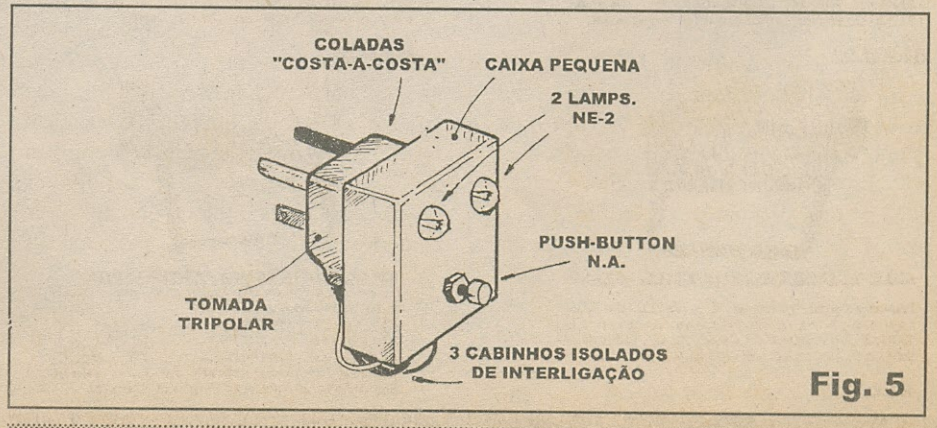

Fig. 5
- FIG. 5 - UMA DAS POSSÍVEIS SOLUÇÕES PARA EMBUTIMENTO/ACABAMENTO DO CIRCUITO... - Se o tamanho do *corpo* do plugue não comportar a plaquinha e os componentes anexos, a solução mostrada será a mais prática: colocar o impresso num pequeno *container* plástico, com as duas Neon e o *push-button* dispostos *nos conformes* da figura. Os três cabinhos isolados correspondentes às já explicadas conexões **R-T-R** podem, então passar pelo orifício normalmente existente no *rabo* do plugue para tal função, entrando na caixinha por um furo estrategicamente feito... Finalizando, o pequeno *container* deverá ser colado (com adesivo de *epoxy* ou de ciano-acrilato...) às costas do plugue, compondo um conjunto coeso, pequeno, fácil de manuser e interpretar visualmente... NOTA **IMPORTANTE**: se o conjunto puder ser *embutido* no interior do próprio plugue, é **obrigatório** promover-se uma perfeita isolação extra na superfície cobreada da plaquinha, recobrindo-a com fita isolante de boa qualidade, ou esmaltando-a completamente, lembrando ainda que **sob nenhuma hipótese** qualquer parte do impresso ou dos terminais dos compo-nentes poderá, *à revelia*, tocar nas partes internas dos pinos originais do plugue!